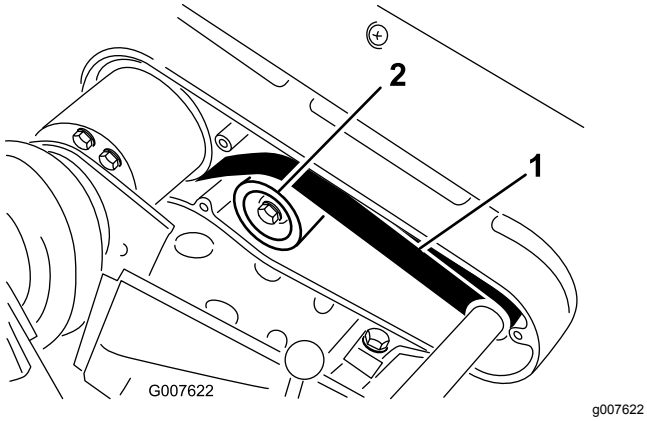

Figur 45
2. Kontroller hvor stram remmen er ved å presse på mellomspennet (Figur 45) med en kraft på 22–26 N.
A. Løsne monteringsmutteren på lederullen, og vri lederullen med klokken mot baksiden av remmen helt til du oppnår ønsket remspenning (Figur 45).